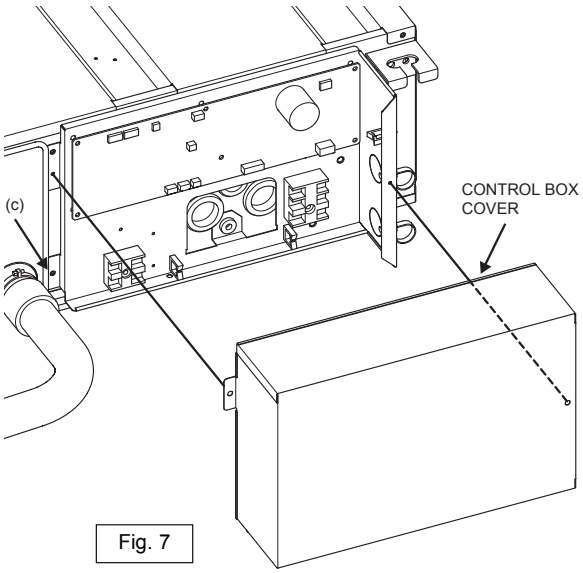

Fig. 7
(1) Remove the CONTROL BOX COVER from the unit by unscrewing the two screws on the cover. (Fig. 7)
(2) Unscrew the (c)CONTROL BOX fixing screw. (Fig. 7)
(7) Place the screw(c) that was removed in Step 3-3.(2) above back on. (Fig. 7)